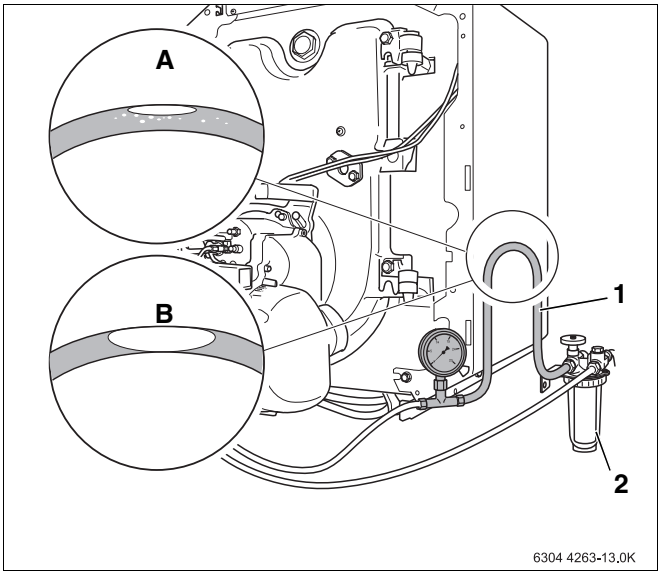

Abb. 38 Dichtheit der Saugleitung prüfen
- Transparenten Schlauch (Abb. 38, **Pos. 1**) in die Saugleitung hinter dem Ölfilter (Abb. 38, **Pos. 2**) einbauen.
- Eine Schlaufe des transparenten Schlauchs in der gezeigten Weise (Abb. 38) hochbinden.
- Sichtkontrolle der sich ansammelnden Luftmenge (Abb. 38, **Lupe A** und **B**) durchführen.
Wenn sich lediglich eine geringe Luftmenge an der höchsten Stelle der Schlaufe (Abb. 38, **Lupe A**) sammelt, ist die Ölleitung ausreichend dicht.
Bei größeren Luftblasen (Abb. 38, **Lupe B**) sind die Saugleitung und/oder die Anschlüsse undicht.